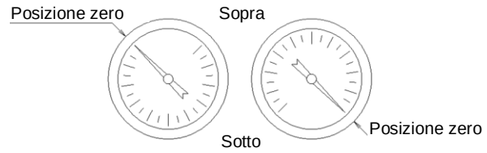

Fig.1 Fig.2
- L'utilizzo di un manometro a testa in giù come quello della Fig.1, può comportare uno spostamento della lettura del punto zero. Assicurarsi di utilizzarlo nella direzione indicata in Fig.2. La gravità influenzerà il punto zero del manometro ed è per questo motivo che deve essere posizionato correttamente.